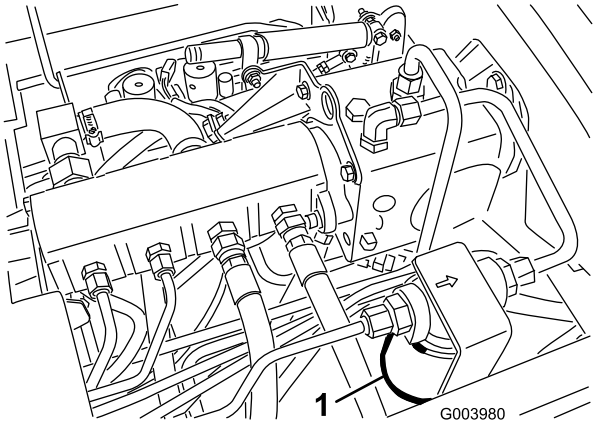
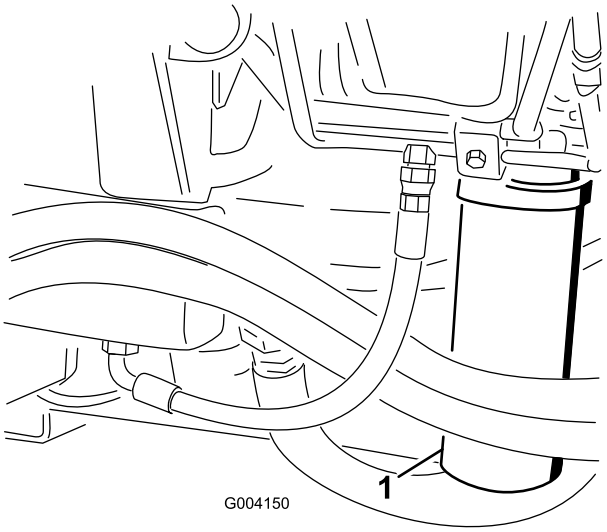

Rysunek 79
Rysunek 80
2. Oczyść obszar, wokół którego zakładany jest filtr, a następnie umieść miskę drenażową pod filtrem (Rysunek 79) i (Rysunek 80).